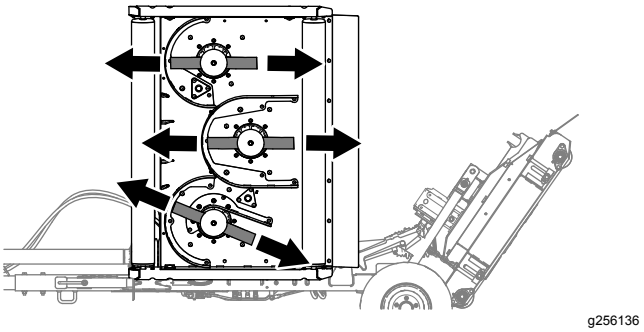

Figur 70
1. Passa in gräsklipparkniven enligt Figur 70.